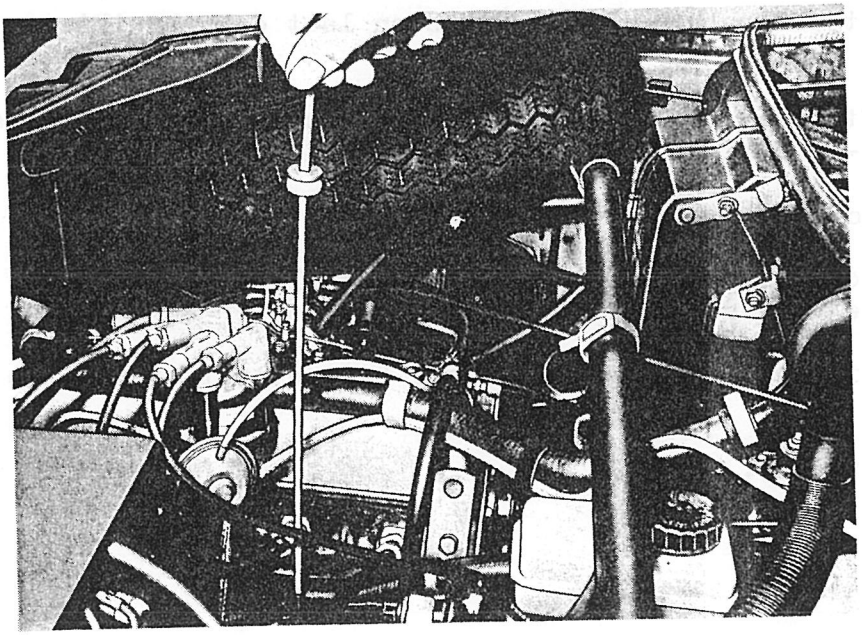

Afb. 3.5.1. Peilstok motorolie
b. Neem de oliepeilstok links van de motor uit (zie afb. 3.5.1.).